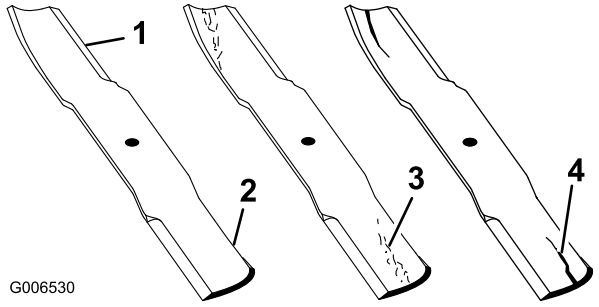

Figuur 81
1. Controleer de snijranden (Figuur 81).
2. Controleer de messen, met name het gebogen deel (Figuur 81).
Als u beschadiging, slijtage of groefvorming in dit deel constateert (Figuur 81), moet u het mes direct vervangen.